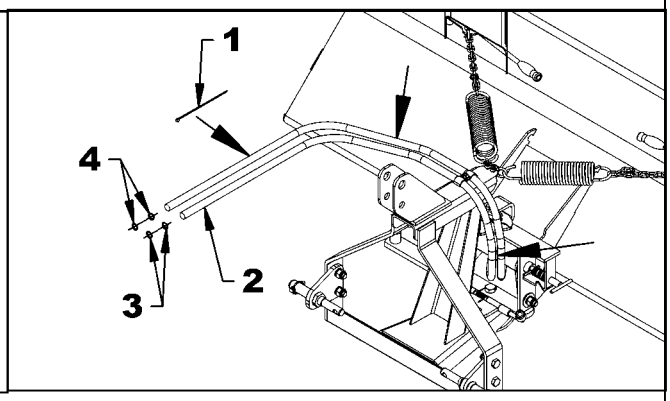

Figure 12A
2. **Figure 12A, B or C:** With three nylon tie wraps (item 1), attach together the hoses (item 2) to the places indicated by the arrows on the figure. The two other nylon tie wraps might be used to roll and attach together the hoses excess.
4. **Figure 12A, B or C:** Install a red identification ring (item 3) on the connector of a hose and the other red identification ring (item 3) on the related hydraulic output of the tractor valve. Install a blue identification ring (item 4) on the connector of the second hose and the other blue identification ring (item 4) on the second hydraulic output of the tractor valve.
NOTE: If the broom angling movement is not as desired, reverse the quick couplers on the valve and associate the colored plastic rings (fig.12A, B or C, items 3 and 4).